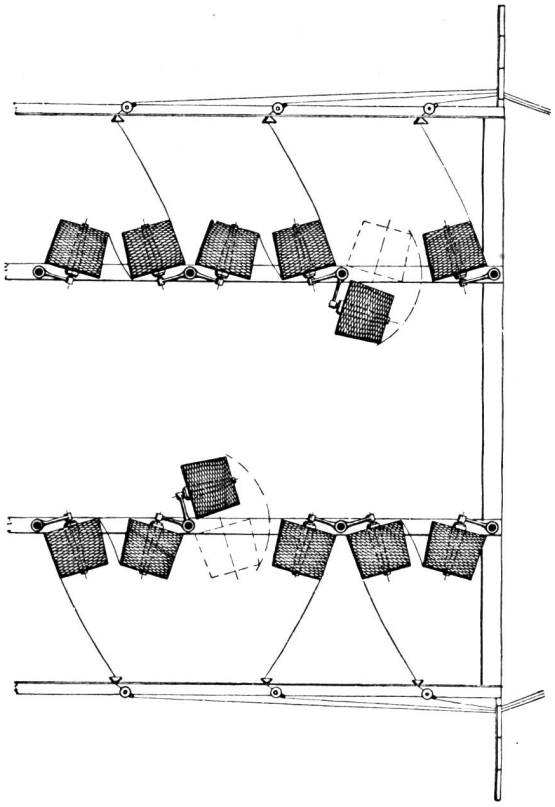

*Abb. 1 Spulenanordnung für Kontinu-Gatter Modell GUZ*
**Modell GUZ** oder *Kontinu-Gatter* ermöglicht ein ununterbrochenes Arbeiten. Abb. 1 zeigt die Spulenanordnung, die derart gestaltet ist, daß die Fadenenden der ablaufenden Spulen mit dem Fadenanfang der Reservespulen zusammengeknüpft werden können. Abgelaufene Spulen lassen sich daher während des Betriebes durch volle Spulen ersetzen. Auf ein und dieselbe Fadenbremse sind daher zwei Spulenspindeln gerichtet. Der Spulenaustausch wird vom Mittelgang aus vorgenommen. Dieser Gatter-Typ dient der ausgesprochenen Hochleistung.